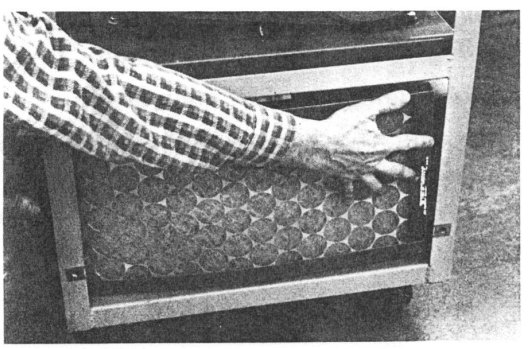

Figure 6-5.
2. Remove filter and reinstall so that clean end of filter is on the fan side (Figure 6-5).